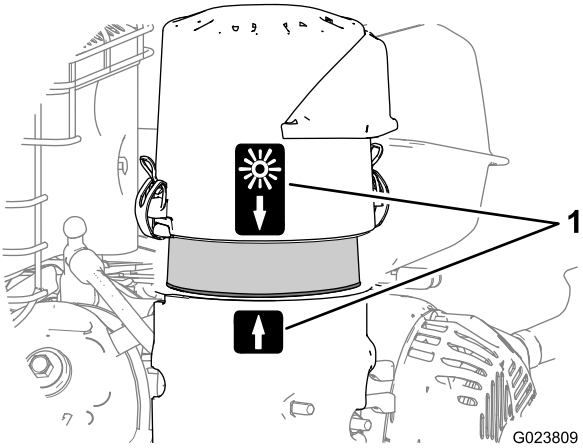

Figure 23
8. Alignez la flèche sur le couvercle du filtre à air et la flèche sur la base (Figure 23).